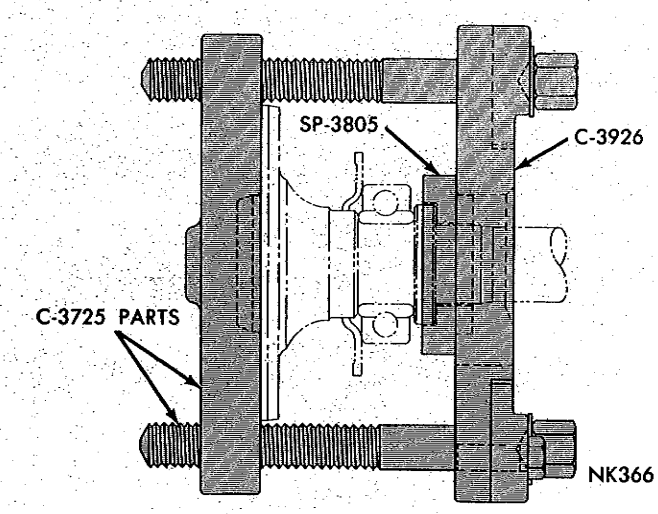

*Fig. 6—Installing Rear Axle Shaft Bearing*
(1) Install axle shaft retainer plate, bearing, and bearing retainer collar on axle shaft. The axle shaft bearing and bearing retainer collar must fit tightly on bearing journal of axle shaft. Using tool C-3725 and C-3926 press them into place by tightening bolts in tool alternately (Fig. 6). **Belvedere models equipped with 7¼ inch axle, install bearings and retainer collars using Tool C-3971 and adapter C-4000.**
(2) Install new axle shaft oil seals in axle housing,